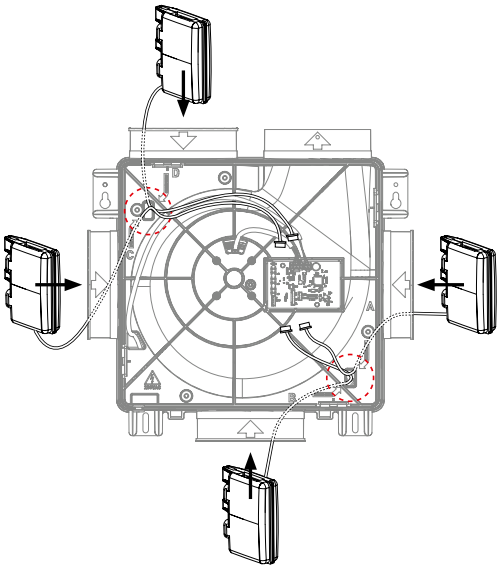

Figure 14: Four options for cabling up to 1 CO_2 Box Sensor to circuit board.
4. Pass the cable of the CO_2 Box Sensor through the opening on the inside of the casing at the level of the corresponding duct port. Then pass the cable of the CO_2 Box Sensor through the relevant opening (marked with 'sensor cable') of the motor plate according to the diagram shown below in Figure 14: Four options for cabling a maximum of 1 CO_2 Box Sensor to the circuit board.